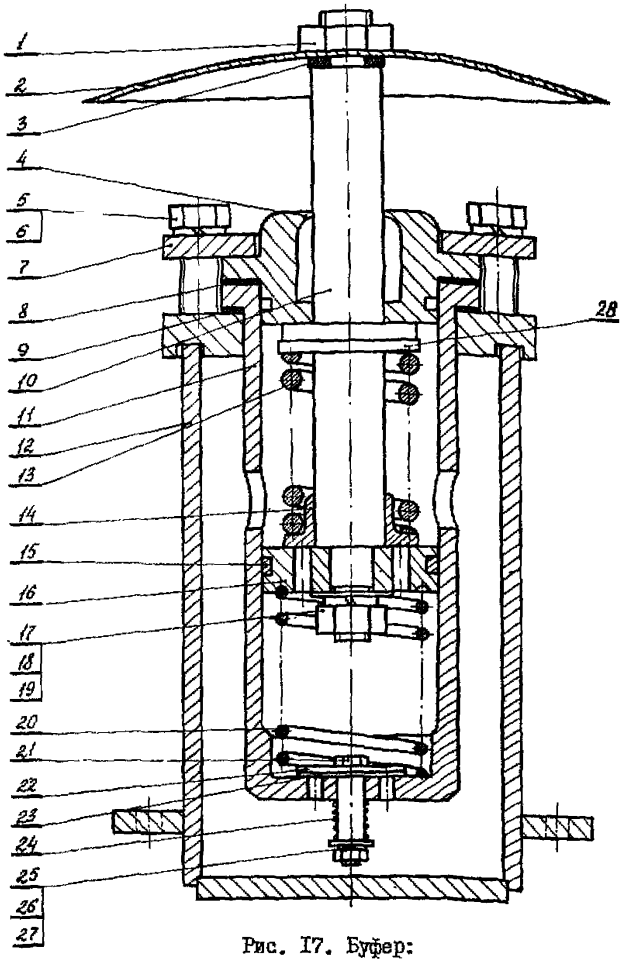

Рис. I7. Буфер:
07.I. Отвинтить гайку I (рис. I7), снять кожух 2 и прокладку 3.
б) шток буфера 33 (см.рис.II) после его освобождения должен выйти из втулки 4 (см. рис.I7) на I9–22 мм.